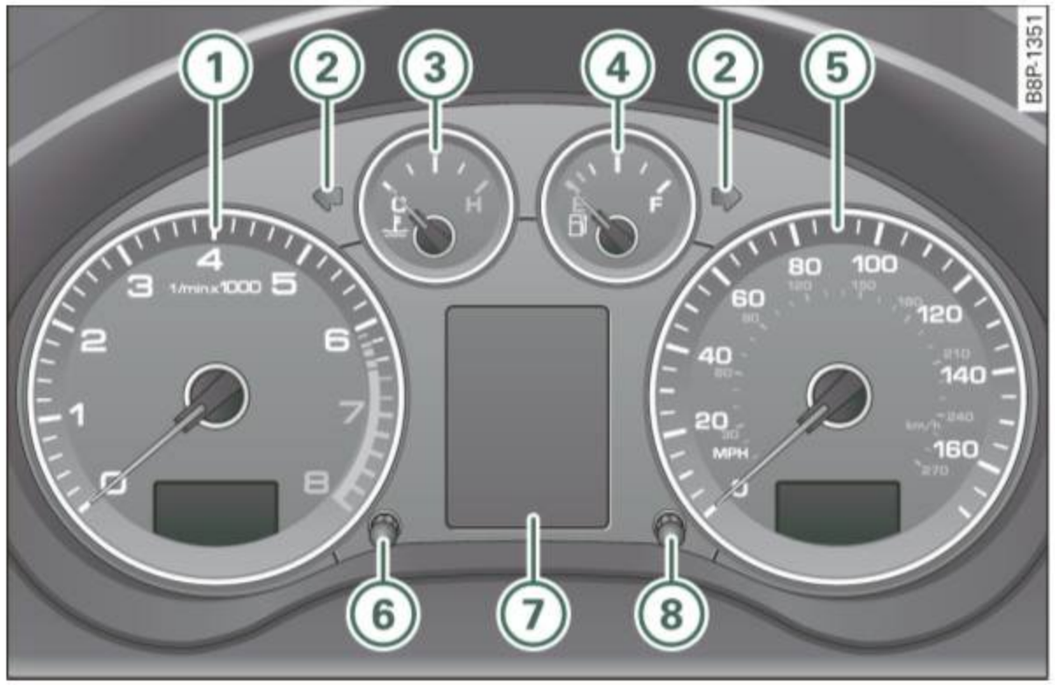

Fig. 2 Overview of the instrument cluster
The tachometer (1) ⇒ fig. 2 is the left one of the two large clock-type displays.
The tachometer needle ⇒ *page 8,* fig. 2 (1) should not move into the red range. If it does, then only for a very short period of time. You could damage your engine by driving at high RPM!
With the ignition off, pushing or pulling the Set/Check button ⇒ *page 8,* fig. 2 (6) - depending on the instrument cluster configuration - can turn on the display field lighting for a few seconds. ■
The engine coolant gauge (3) ⇒ *page 8,* fig. 2 only works when the ignition is on. To prevent damage to your engine, please note the following important points: ▶
- When the ignition is turned off, the odometer reading and the digital clock with date display can be switched on for about 30 seconds by pressing the knob ⇒ *page 8,* fig. 2 ⑥. ■